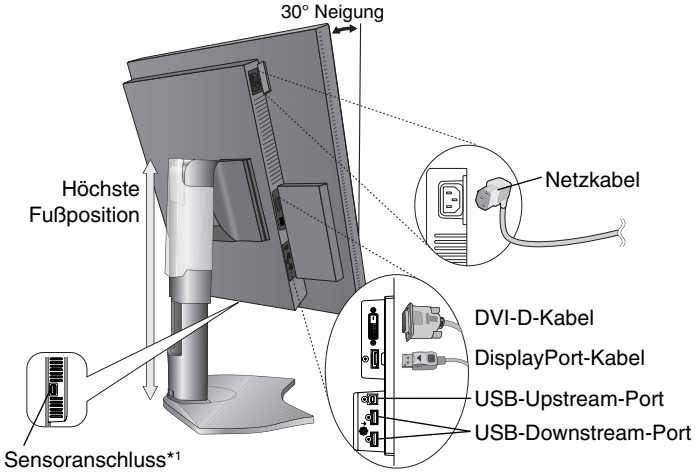
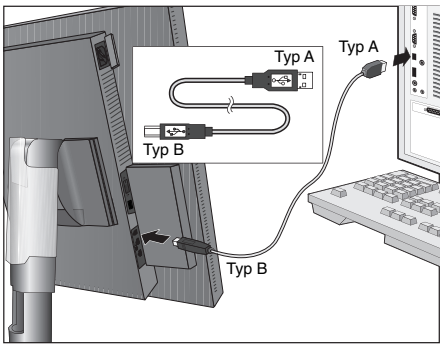

Abbildung C.1
Abbildung C.1a
4. Verbinden Sie alle Kabel mit den entsprechenden Anschlüssen (**Abbildung C.1**). Verbinden Sie den Anschluss des Typs B mit dem USB-Upstream-Anschluss auf der hinteren rechten Seite des Monitors und den Anschluss des Typs A mit dem Downstream-Port am Computer (**Abbildung C.1a**). Wenn Sie das Kabel eines USB-Geräts verwenden, müssen Sie es in einen der Downstream-Ports des Monitors einstecken.